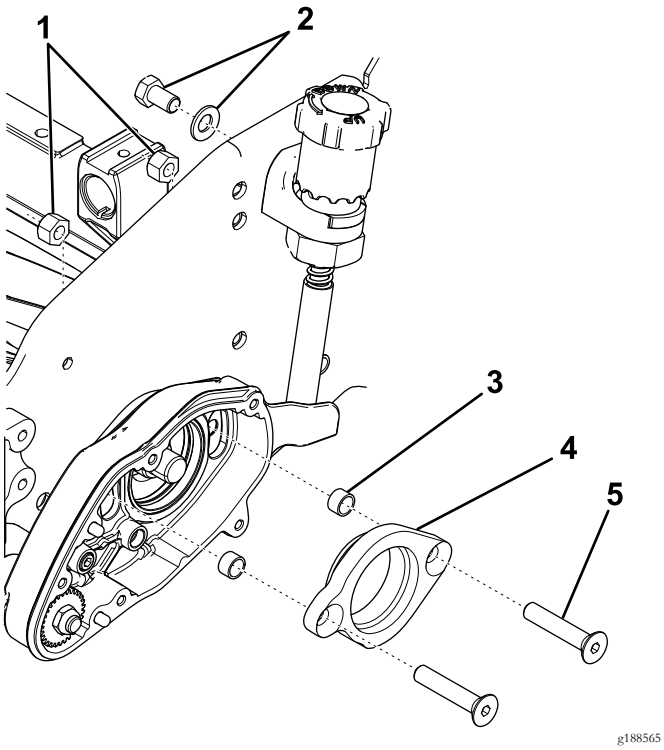

Figure 3
6. Remove the bolt and washer securing the adjustment knob to the side plate (Figure 3).
7. Remove the flat-head screws, locknuts, and bearing adapter from the groomer housing (Figure 3).
8. Remove and discard the spacers (Figure 3).